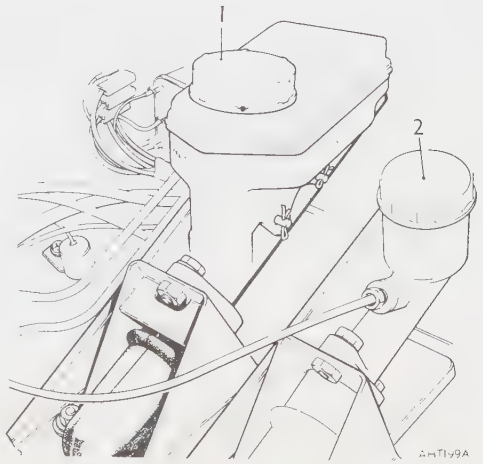

Fig. 2
Clutch Master Cylinder (2) (Fig. 2)